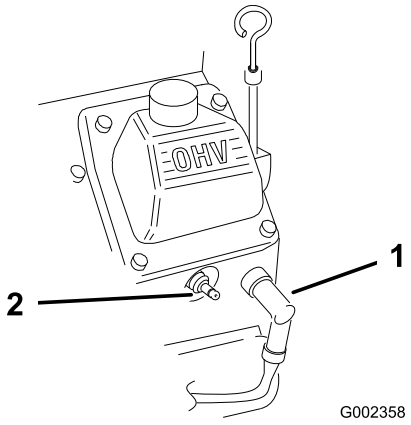

Rysunek 29
2. Odłącz przewody od świec zapłonowych (Rysunek 29).